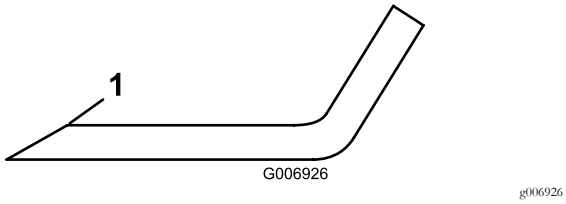

**Figura 67**
5. Controllate i taglienti di tutte le lame, e affilateli se fossero ottusi o scheggiati. Affilate soltanto la parte superiore del tagliente e mantenete l'angolo di taglio originale per garantire l'affilatezza (Figura 67).
6. Se smussato o scheggiato, affilate soltanto la parte superiore del tagliente e mantenete l'angolo di taglio originale (Figura 67).